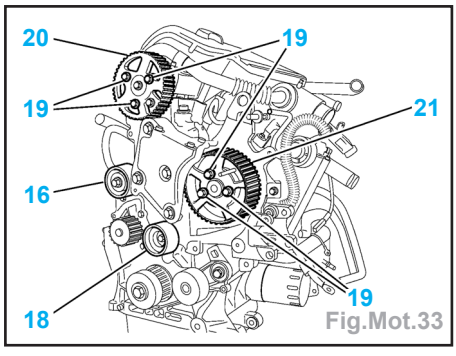
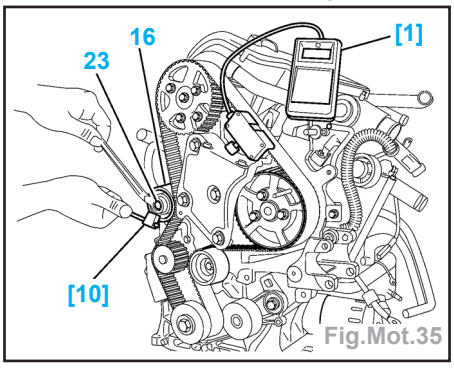

Fig.Mot.33
Fig.Mot.35
Impératif : Vérifier que les galets (16) et (18) tournent librement (absence de point dur), vérifier également que ces galets ne sont pas bruyants et/ou qu'ils ne présentent pas de projections de graisse (Fig.Mot.33).
- Desserrer les vis (19).
- Contrôler la libre rotation des poulies (20) et (21) sur leur moyeu.
- Serrer les vis (19) à la main puis les desserrer de 1/6 de tour.
- Mettre en place l'outil [1] (Fig.Mot.35).
- les vis (19) (Fig.Mot.33),
- l'écrou (23) (Fig.Mot.35).
- Tourner le galet tendeur (16) dans le sens inverse des aiguilles d'une montre (à l'aide de l'outil [10]) (Fig.Mot.35).
- Serrer l'écrou (23) à 1,8 daN.m (sans modifier la position du galet (16)).
- Serrer les vis (19) à 2,3 daN.m (Fig.Mot.33).